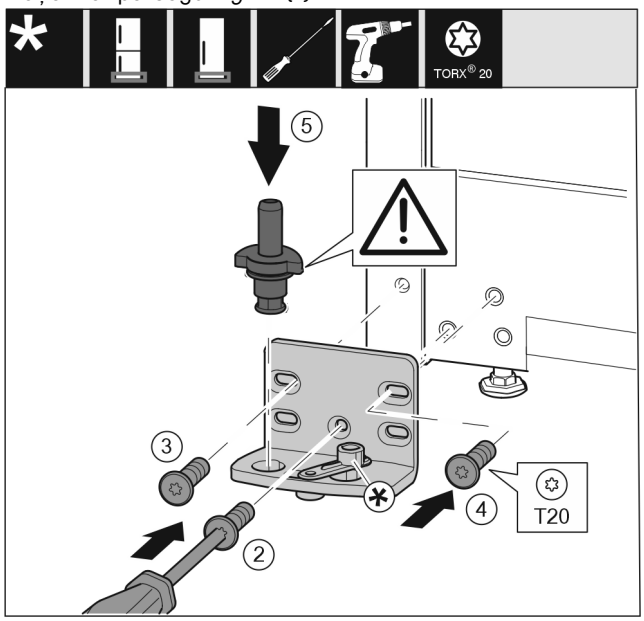

*Fig. 48 **
- Pielieciet gultņa balstu otrā pusē un pieskrūvējiet, izmantojot skrūvgriezi. Sāciet apakšā pa vidu ar skrūvi *Fig. 48 (2)*.*
- Pieskrūvējiet skrūvi *Fig. 48 (3)* un skrūvi *Fig. 48 (4)*.*
- Pilnīgi ievietojiet gultņa tapu *Fig. 48 (5)*. Uzmaniet, lai fiksācijas izcilnis būtu vērsts virzienā uz aizmuguri.*